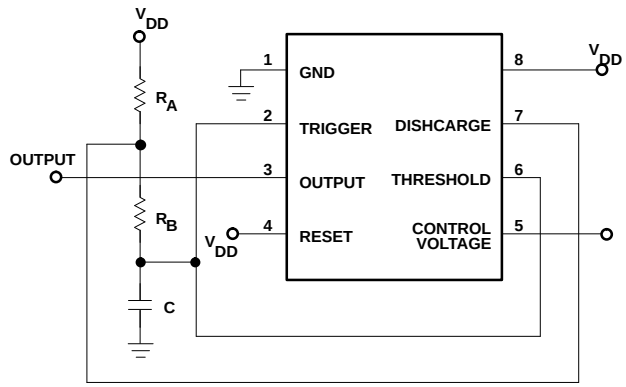

Figure 2. Astable Operation
2. Astable timing is calculated using the following equation: $f = \frac{1.38}{(R_A + 2R_B)C}$. The components are defined in Figure 2.
Although the supply current consumed by the ICM7555 device is very low, the total system supply can be high unless the timing components are high impedance. Therefore, high values for R and low values for C in Figures 2 and 3 are recommended.
If the circuit is connected as shown in Figure 2, it will trigger itself and free run as a multivibrator. The external capacitor charges through R_A and R_B and discharges through R_B only. Thus, the duty cycle (D) may be precisely set by the ratio of these two resistors. In this mode of operation, the capacitor charges and discharges between 1/3 V_{DD} and 2/3 V_{DD}. Since the charge rate and the threshold levels are directly proportional to the supply voltage, the frequency of oscillation is independent of the supply voltage.